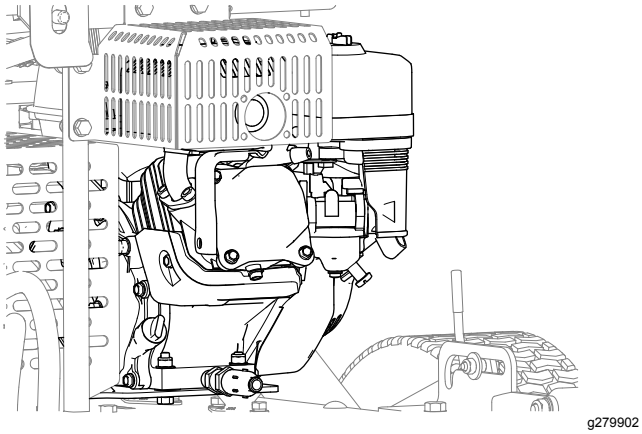

図 41
4. エンジンとエンジン冷却フィンの周囲から汚れをきれいに落とす図 41。